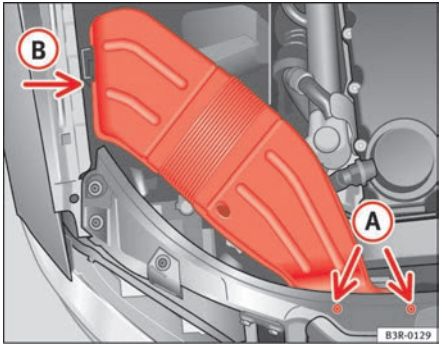

Fig. 210 Air duct on right side of vehicle
– Unscrew bolts (A) ⇒ page 266, fig. 210.
– Detach air duct from guide (B) and take it out. ■